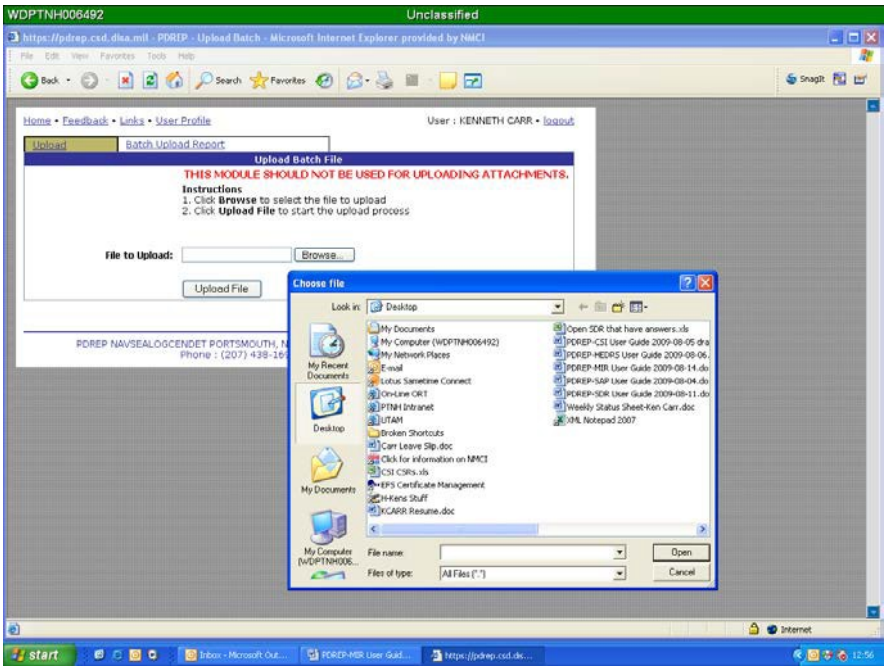

Figure 4.3
c. Select the Browse button to locate the file to be uploaded into PDREP from the user's computer. See Figure 4.3.